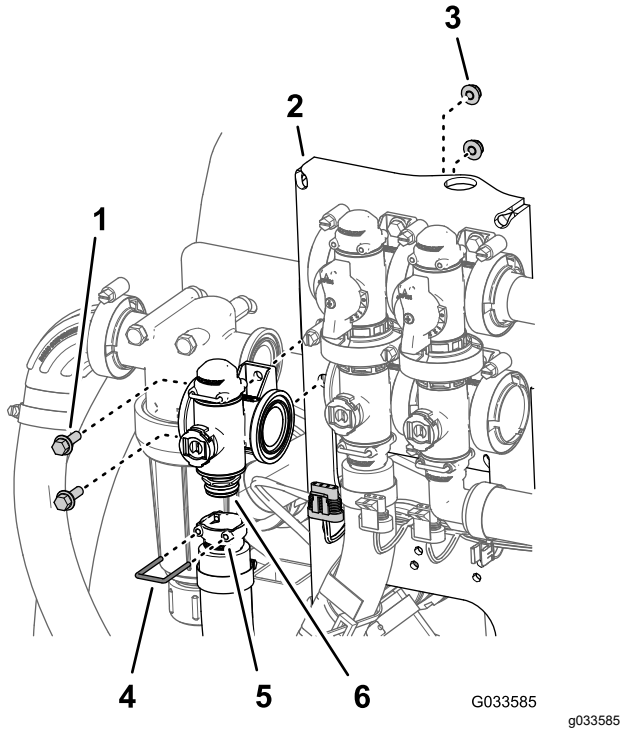

Figure 116
2. Remove the retainer that secure the outlet fitting to the manifold coupling for the rate control valve (Figure 116).
3. Remove the 2 flange-head bolts (1/4 x 3/4 inch) and 2 flange locknuts (1/4 inch) that secure the rate control valve to the valve mount and remove the valve manifold from the machine (Figure 116).